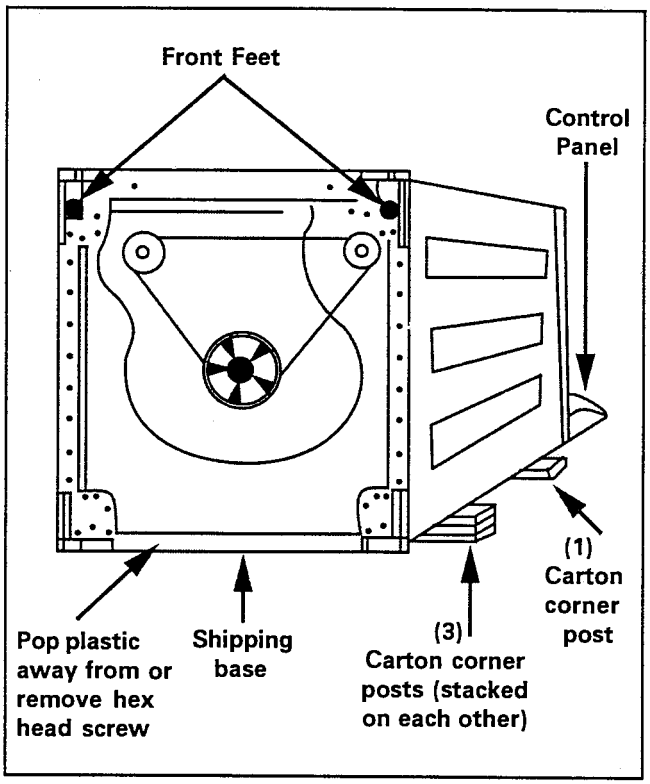

Figure 1-2
5. Remove the crate bottom from the washer. Pop the plastic loose from the screw located between the back feet, or remove the screw entirely with a screwdriver ***(Figure 1-2).*** Pull the plastic base away from the back feet. Grasping the plastic base on the sides, pull down and toward you to release the front feet from the slots and remove the base. Discard the base (it can be recycled). **RETURN THE WASHER TO THE UPRIGHT POSITION.**